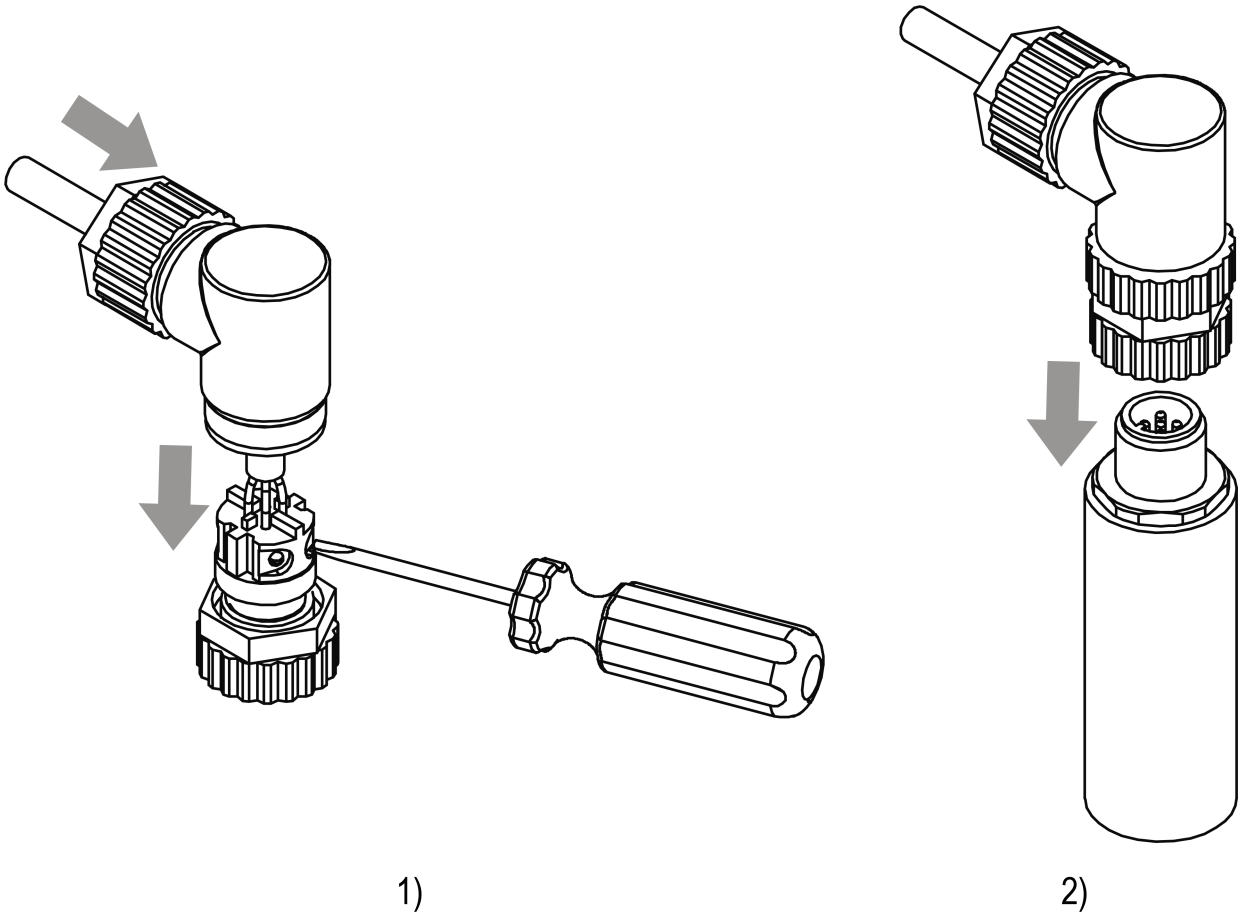

Рисунок 5.1 – Монтаж проводов
1. Открутить нижнюю часть коммутационного разъема (см. рисунок 5.1, 1);